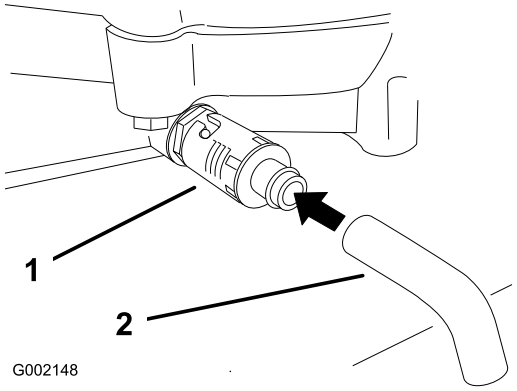

Figur 22
4. Placer en bakke under aftapningsproppen. Drej oliedræningsventilen, så olien kan løbe ud (Figur 22).